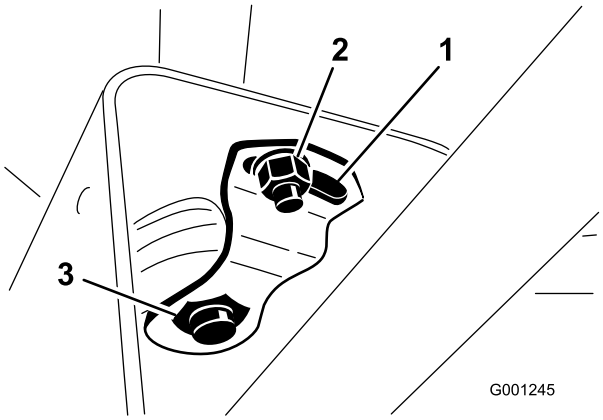

Figur 33
2. Dra dekselet opp langs rattstangen for å få tilgang til svingbraketten (Figur 33).
3. Løsne den lille mutteren, og drei svingbraketten til den strammer den store mutteren nedenfor (Figur 33).